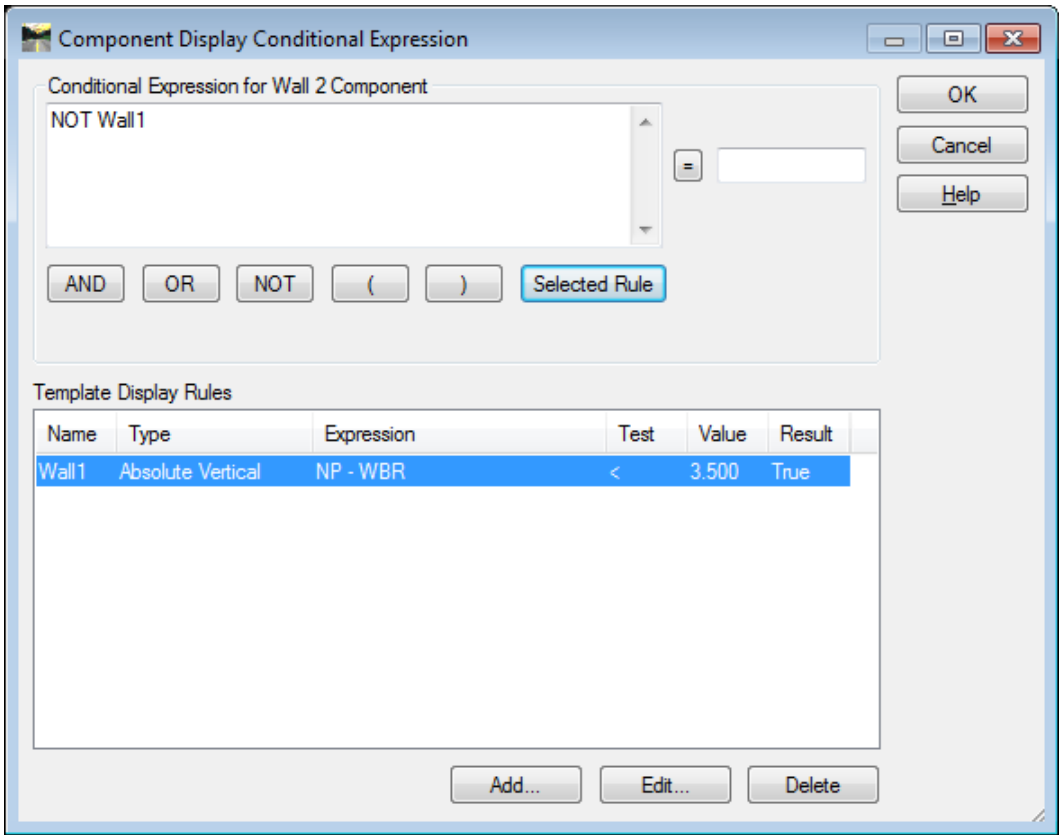

Figure L7-59 Component Display Conditional Expression
81.	**Rather than create a new Display Rule to control the display of Wall 2 we can use the Display Rule, Wall1, to control the display of Wall 2.** • Click the **NOT** button. This places the expression ***NOT*** in the **Conditional Expression…** for **Wall 2** Component field. • Highlight the Display Rule **Wall1**. • Click the **Selected Rule** button. This places the rule **Wall1** in the **Conditional Expression…** for **Wall 2** Component field behind the expression **NOT**. • Verify your dialog matches that shown in *Figure L7-59*. • Click **OK**. • In the **Component Properties** dialog click **Apply** & **Close**. • Notice the Component **Wall 2** disappeared from View. This is because in its current location the **Display Rule** turns its display off.